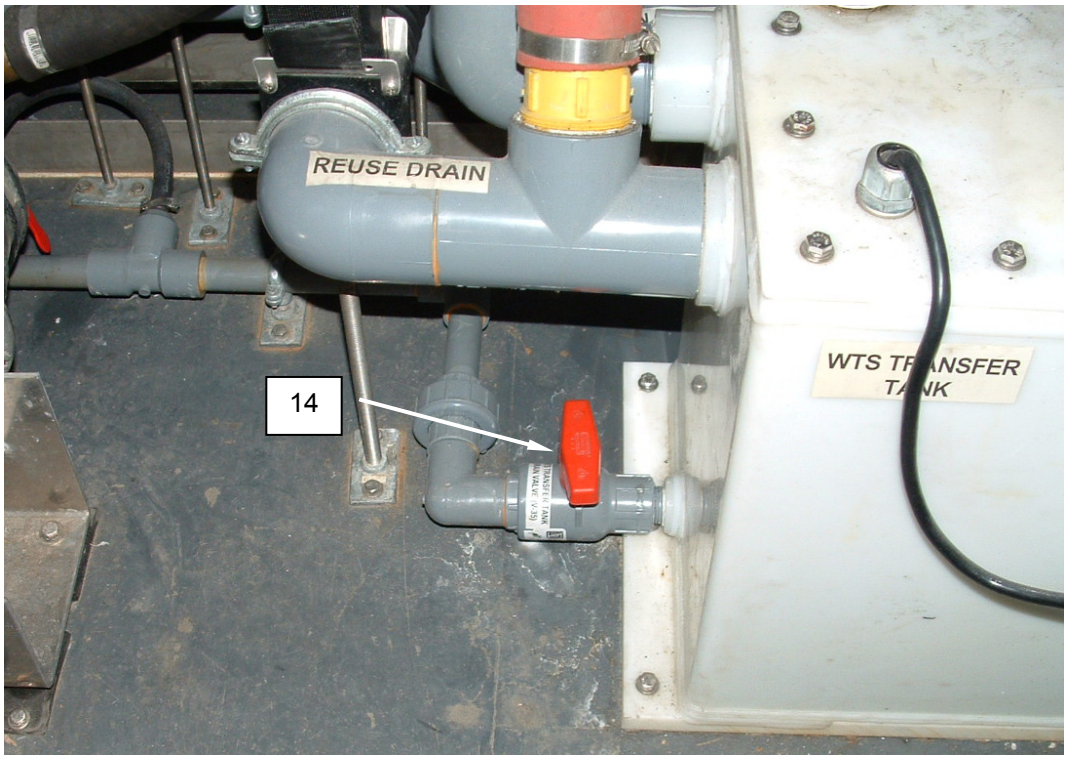

Figure 8. WTS Transfer Tank Drain Valve.
5. Close the WTS transfer tank drain valve V-35 **(Figure 8, Item 14)**.